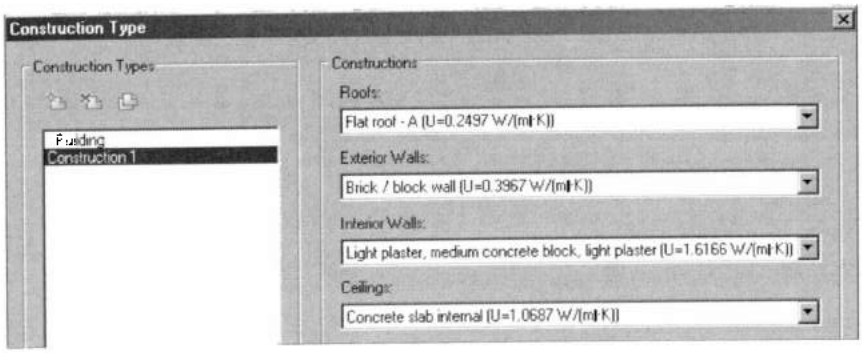

Рис. 38.8. *Выбор типа конструкции здания и настройка конструктивного исполнения его компонентов*
- **Construction Type** — определение материалов, из которых созданы основные компоненты здания (крыши, наружные стены, внутренние стены (перегородки), потолки, перекрытия и др.), и их тепловых свойств (рис. 38.8). Тепловые свойства определяют U-значения, характеризующие теплопроводность материалов. Чем меньше это значение, тем меньше конструкция отдает или поглощает тепла. Полное U-значение конструкции получается суммированием U-значений отдельных материалов, входящих в конструкцию;